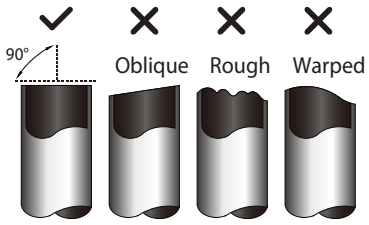

Fig. 17 — Pipe Cutting
a. Cut the pipe, with a pipe cutter, at 90 degrees (see Fig. 17).